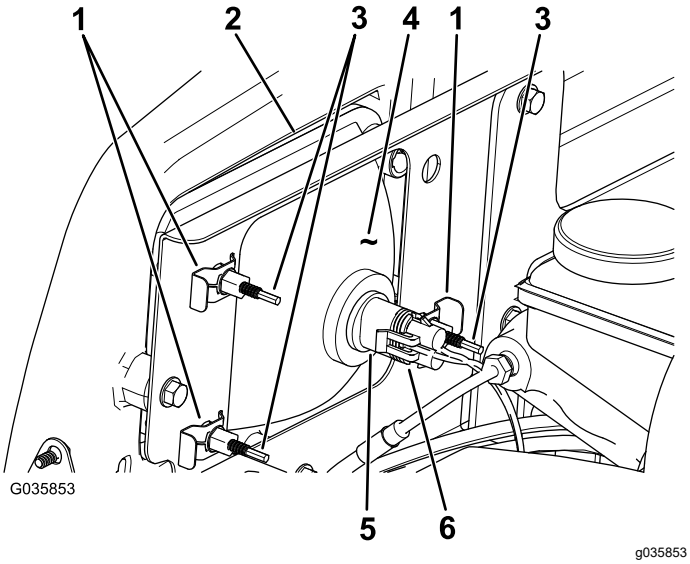

Figuur 41
3. Koppel de elektrische aansluiting voor de kabelboom los van de aansluiting van de lamp (Figuur 41).
4. Verwijder de snelklemmen waarmee de koplamp aan de koplampbeugel is bevestigd (Figuur 41).
5. Verwijder de koplamp door deze naar voren door de opening in de voorbumper te trekken (Figuur 41).
6. Monteer de nieuwe koplamp via de opening in de bumper (Figuur 41).
8. Koppel de elektrische aansluiting voor de kabelboom aan op de aansluiting van de lamp (Figuur 41).
2. Draai achteraan de koplamp de stelschroeven (Figuur 41) om de koplamp te draaien en de straal te richten.